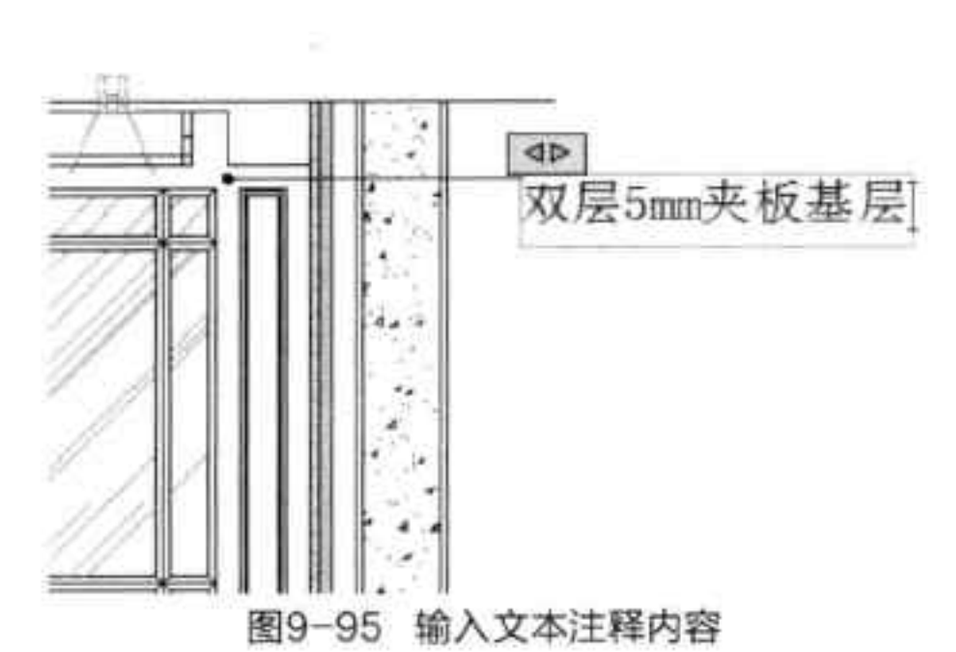

图9-95 输入文本注释内容
Step19 在光标位置输入文本注释内容，如图9-95所示。